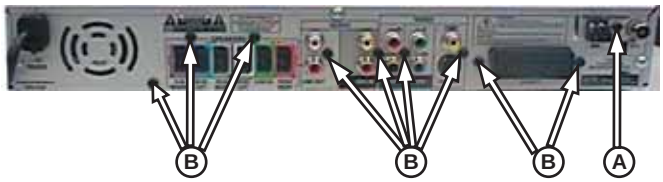
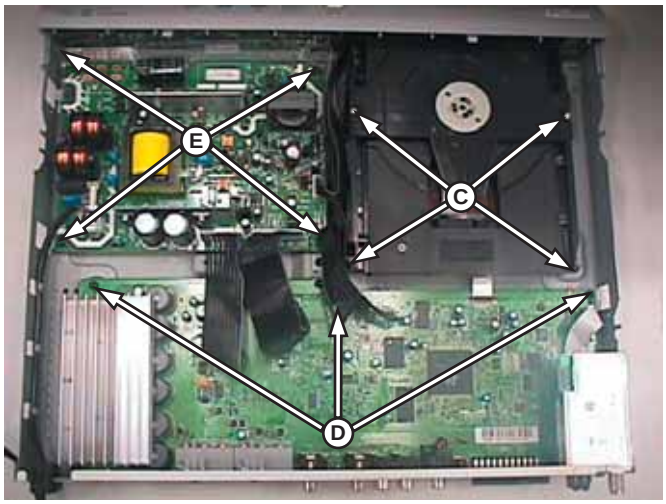

Figure 3-3
Figure 3-4
3) Loosen 5 screws to remove the Front Top.(pos 240)
- 1 screw each on the left & right side (pos 272)
4) Loosen 4 screws C (see Figure 3-4) to remove the DVD Loader.
1) Loosen 1 screw A (see Figure 3-3) to remove the Tuner Module (pos 1040).
2) Loosen 9 screws B (see Figure 3-3) and 4 screws (see Figure 3-4) to remove MONO Board.
- 1 snap hook each on the left & right side (pos 161).
- 2 snap hooks on the bottom side (pos 161).
4) Loosen 4 screws E (see Figure 3-4) to remove the PSU Module.